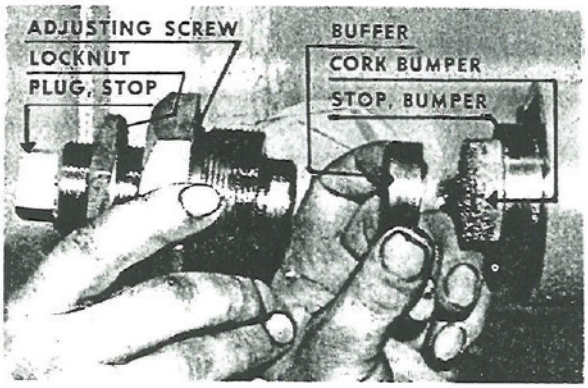

Fig. 150. Installing Cork Bumpers in Reversing Mechanism
b. If the eccentric shaft is hitting the bumpers with a loud noise, remove the bumper assemblies. Place these assemblies in the vise, take out the locking plugs, and remove the cork inside the housing. Replace with new cork. The cork will have to be compressed by screwing in the locking plug, as shown in Fig. 150.